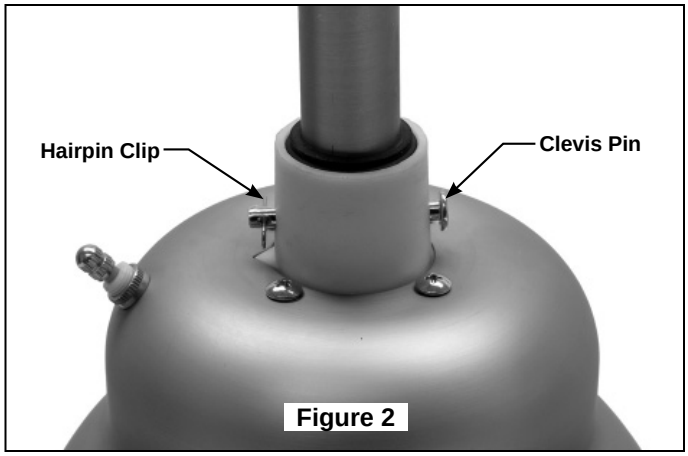

Figure 2
4. Be sure to line up the holes while pushing the downrod with rubber sleeve into the downrod support prior to installing clevis pin and hairpin clip. (Figure 1 & Figure 2)